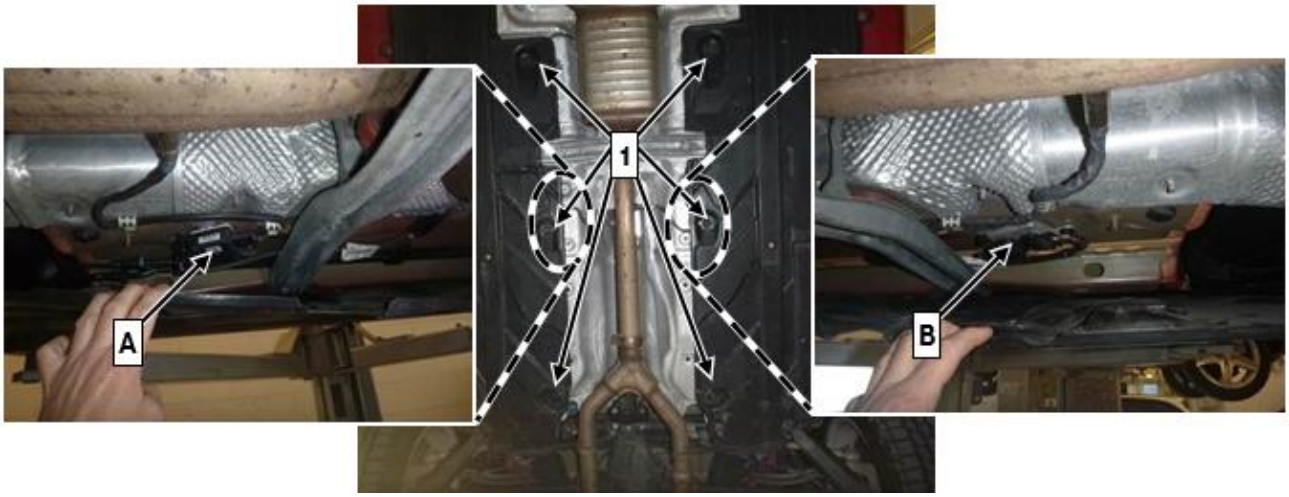

Figure 5
Only loosen the rear underbody panelling **(right and left) (Figure 5)**.
i Loosen inner plastic nuts **(1, Figure 5)** to do this.
7. Release the NOx sensor **(A, Figure 5)** and particulate sensor **(B, Figure 5)** control units downstream of the SCR on the underbody **(AR14.40-P-2038CD)**. The NOx sensor and particulate sensor control units will be replaced.
i To do so, push the underfloor paneling downward slightly **(Figure 5).**